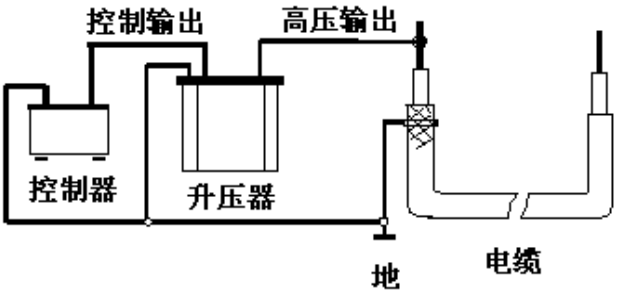

图 8 单相测量连线图
6、用随机附带的专用柔性连接电缆将试验设备与试品电缆按图 8 所示的方法相连接。合上电源，设定好试验频率、时间和电压以及高压侧的过流保护值、过压保护值，然后开始升压试验。升压过程应密切监视高压回路，监听试品电缆是否有异常响声。升至试验电压时，即开始记录试验时间并读取试验电压值。